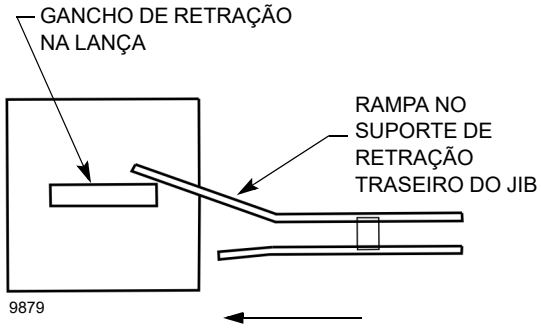

FIGURA 4-40
3. Com o jib preso à cabeça da polia, gire o jib paralelo à lança usando um cabo de apoio. Observe o alinhamento do conjunto de montagem do jib traseiro e do suporte de retração traseiro do jib (Figura 4-40). Se necessário, ajuste a posição vertical do suporte de montagem do jib traseiro na seção da lança da base da seguinte forma:
NOTA: O suporte de montagem do jib traseiro na base da lança deve estar aproximadamente 1 polegada acima do centro do suporte de retração no jib para permitir que a rampa no suporte de retração do jib engate quando o jib for montado (Figura 4-40).